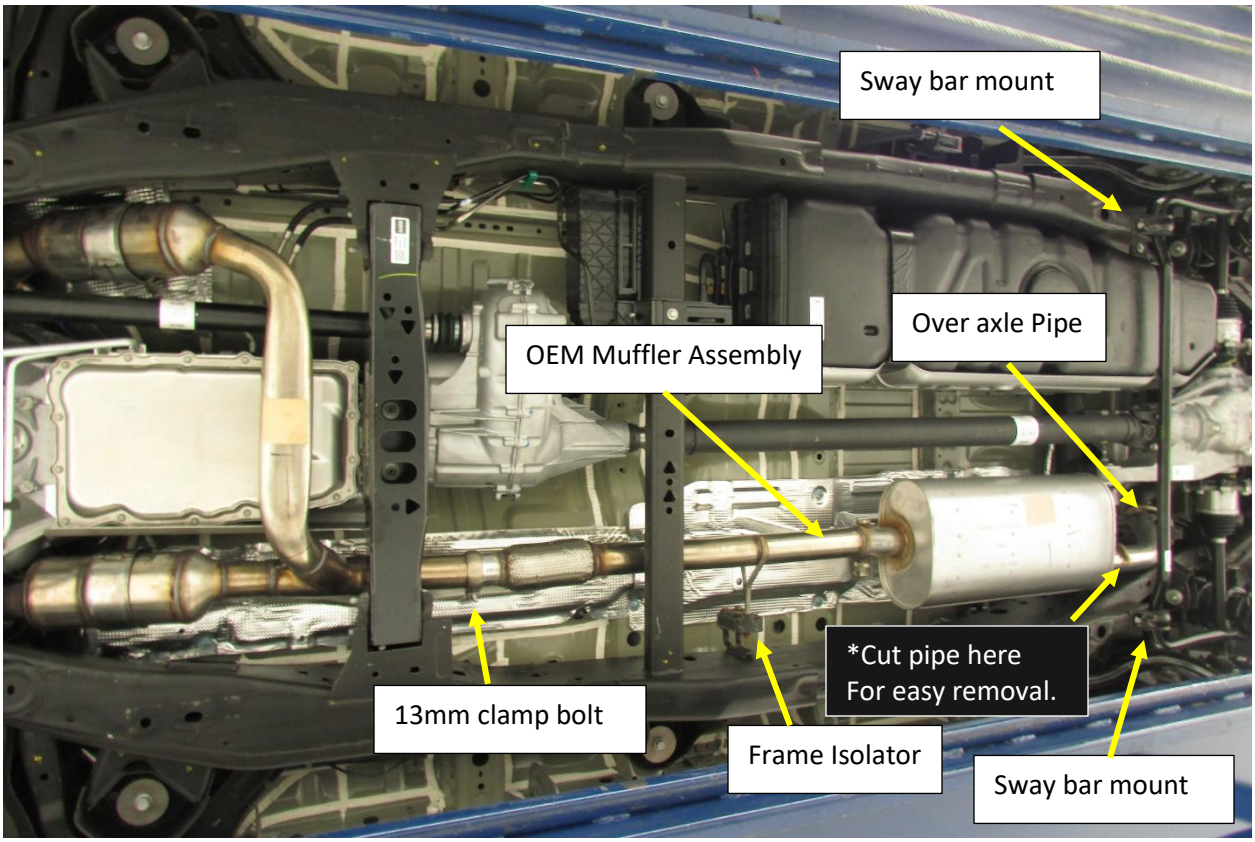

Figure.2
4. Remove the 2x bolts at each Sway Bar mount on the frame rail. This will provide added room to remove the OEM muffler from the vehicle. **Fig.2**
5. Cut the outlet pipe just after the muffler to simplify removal **(skip to Step. 7 if not cutting)**. Remove the hanger rod isolators and remove the over axle pipe. **Fig.2**
7. Loosen the 13mm bolt on the band clamp just before the flex section of the OEM muffler inlet pipe. remove the isolator(s) on the frame rail and remove the OEM muffler assembly. **Fig.2**